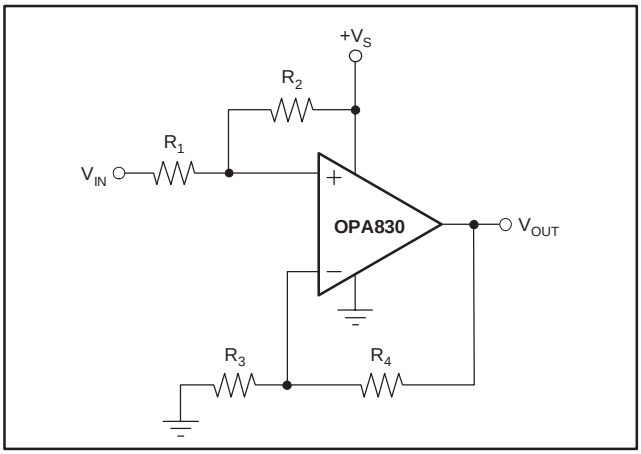

Figure 4. DC Level-Shifting
Figure 4 shows a DC-coupled noninverting amplifier that level-shifts the input up to accommodate the desired output voltage range. Given the desired signal gain (G), and the amount V_{OUT} needs to be shifted up (ΔV_{OUT}) when V_{IN} is at the center of its range, the following equations give the resistor values that produce the desired performance. Assume that R_4 is between 200Ω and 1.5kΩ.
The criterion for setting this R_S resistor is a maximum bandwidth, flat frequency response at the load. For a gain of +2, the frequency response at the output pin is already slightly peaked without the capacitive load, requiring relatively high values of R_S to flatten the response at the load. Increasing the noise gain will also reduce the peaking (see Figure 4).